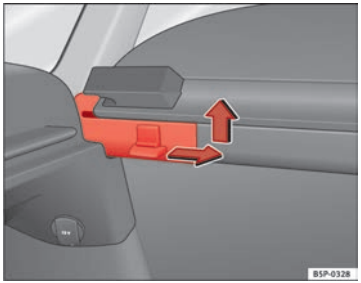

Fig. 126 Removing the rear shelf
– Press the side pin in the direction of the arrow, lift the cover and remove it ⇒ Fig. 126.